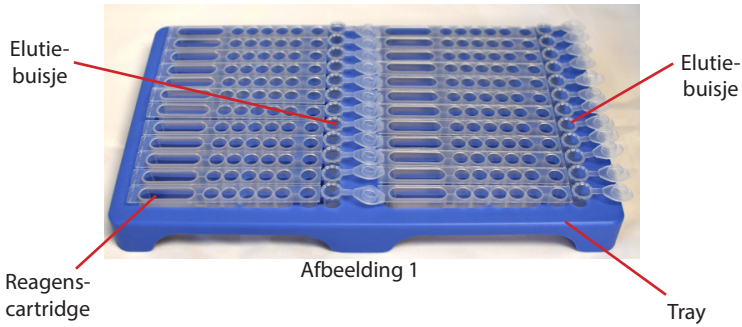
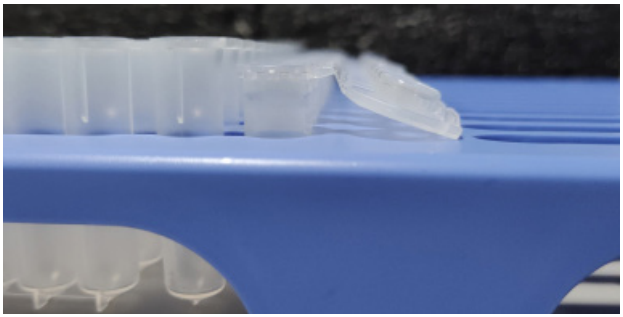

Afbeelding 1
Afbeelding 3
3. Verwijder voorzichtig de verzegeling van de cartridges en plaats de cartridge onmiddellijk op de lade wanneer deze klaar is, samen met de elutiebuizen in de overeenkomstige posities (Afbeelding 1).
5. Zorg ervoor dat de elutiebuizen open staan met de doppen rechts van de buis en naar beneden worden gedrukt (Afbeelding 3). Als er zich aan de rechterkant een andere reagenspatroon bevindt, zorg er dan voor dat de doppen van de elutiebuis onder de lip van het eerste putje zijn weggestopt, zoals weergegeven in afbeelding 1.